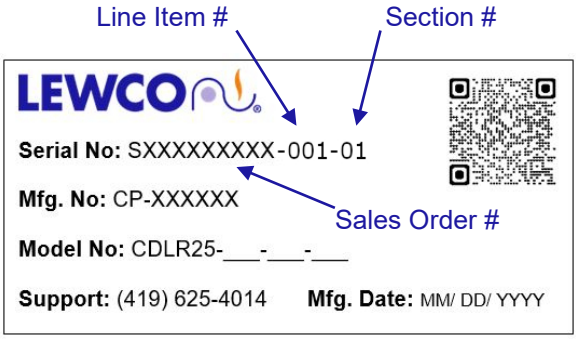

Figure 2 – Unit Label
- Supports should be located at ends of conveyor and centered under each splice on multi-section conveyors (nominal 10Ft. centers). See *Figure 2*.
- Depending on length of the conveyor, if additional extension sections are included, they should be installed according to the section number label. The section number label includes the Sales Order number, Order line-item number, and section assembly number (last two digits). See *Figure 2*. Conveyors made up of more than one section are to be assembled in ascending numerical order, starting with Section Assembly 01 at the product infeed end.